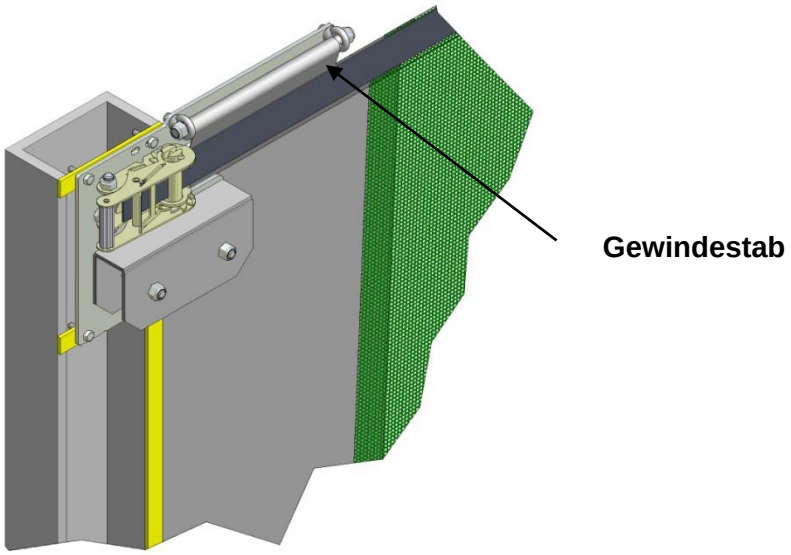

Abbildung 13
4.3 Bedienen Sie die Kurbel, um das Paneel vollständig anzuheben. Folgen Sie den in Abschnitt 4.2 aufgeführten Schritten, um den oberen Gewebegurt an den Klinkenrädern der Kopfplatten zu befestigen und spannen Sie ihn (Abbildung 13). Achten Sie darauf, dass das Paneel mittig hängt und **spannen Sie die Klinkenräder vollständig** von Hand bis Sie die Kurbel nicht mehr weiter drehen können. Für den Fall, dass das Paneelmaterial in das Klinkenrad gezogen wird, erfahren Sie in Abschnitt 4.4, wie Sie das Material trimmen können. Fahren Sie mit dem Spannen fort nachdem die Einstellungen durchgeführt wurden.
Führen Sie den M12 x 300 Gewindestab an den Kopfplatten durch die 40 mm Tasche (Abbildung 13). Die Tasche muss möglicherweise passend zugeschnitten werden.